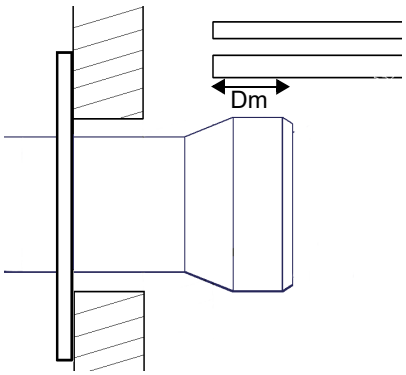

Fig. 3
- Pressurised boilers with flame reversal: in this case the blast tube must penetrate **Dm** 50 ÷ 100 mm into combustion chamber in respect to the tube bundle plate.(Fig. 3)